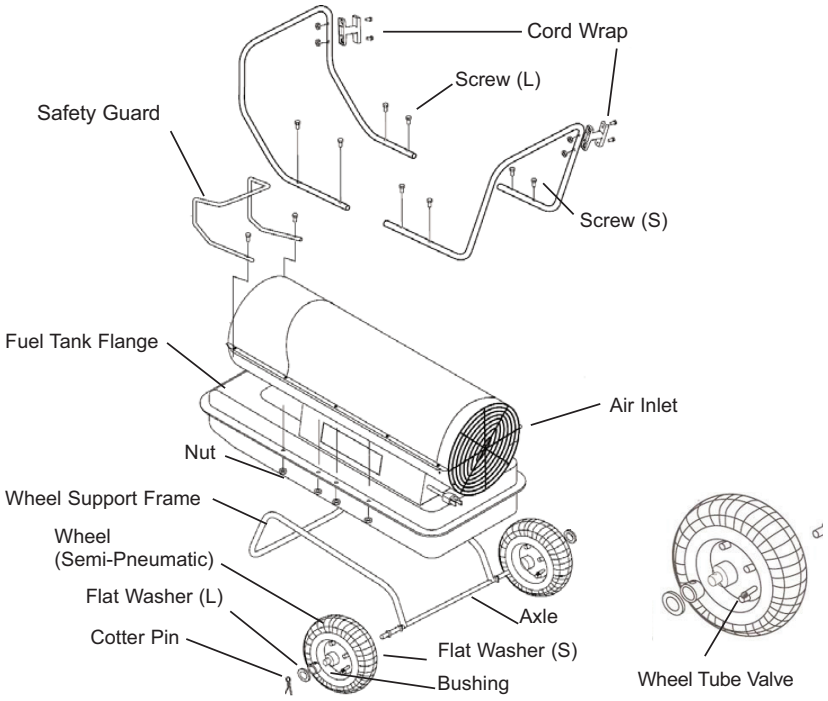

Figure 4. Wheel and Handle Assembly
NOTE: When installing wheels, tube valve should face out from support frame (Figure 4).
2. Place flat washers (L) and cotter pins on axle ends and bend cotter pins with long nose pliers to secure.
4. Place heater on wheel support frame. Make sure air inlet end (rear) of heater is over wheels. Align the holes on fuel tank flange. Insert screws through handles (front and rear), fuel tank flange, and wheel support frame as shown in Figure 4 and attach nut finger tight after each screw is inserted.